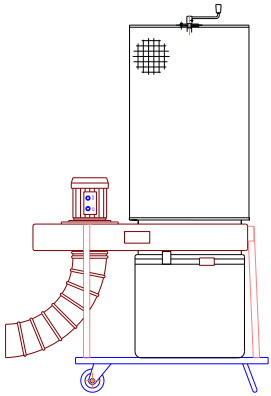

Рис. 1
I. УВП-2000 –ФК2 - Установки на основании с двумя колесиками и опорой, рис.1.